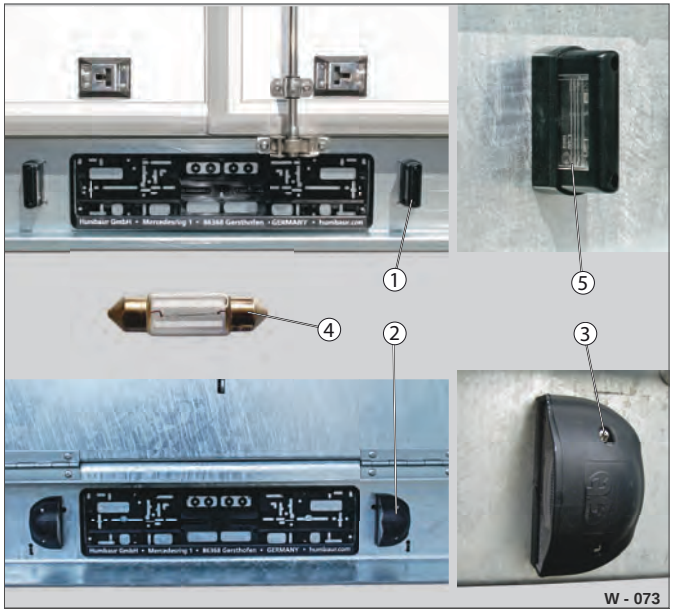

Fig. 75 Nummerpladelygter separat
▶ Løsn skruerne (Fig. 75 /3).
▶ Tag lysafdækningen (Fig. 75 /5) med huset af.
▶ Udskift pinolpæren (Fig. 75 /4).